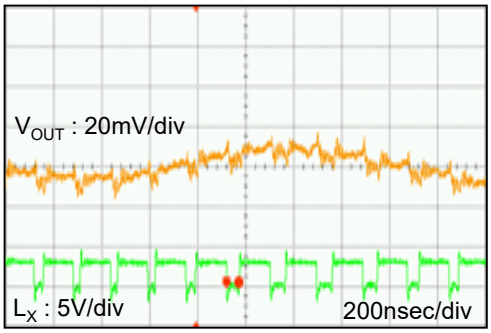
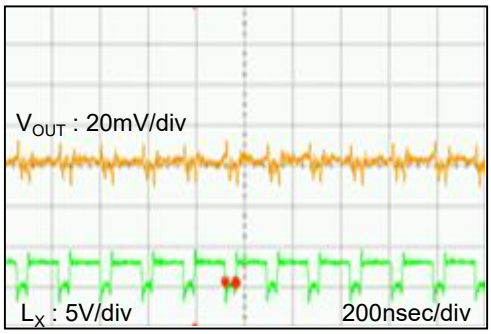

Fig.15-1 Insufficient C_L (C_L=10μF)
Fig.15-2 Sufficient C_L (C_L=20μF)
15. If the capacitance value is not sufficient by degrading C_L due to the low temp. condition and DC bias feature, the duty cycle might not be stable. Add capacitance value for C_L if necessary. (Refer to Fig.15-1, Fig.15-2)